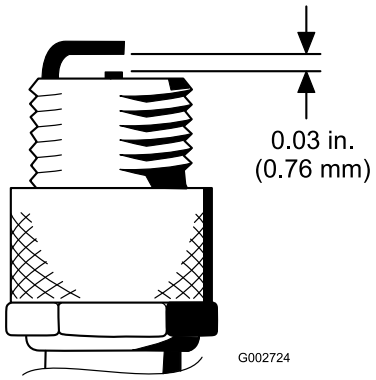

Figur 43
4. Indstil gnistgabet mellem midten og siden af elektroderne til 0,76 mm som vist i Figur 43.